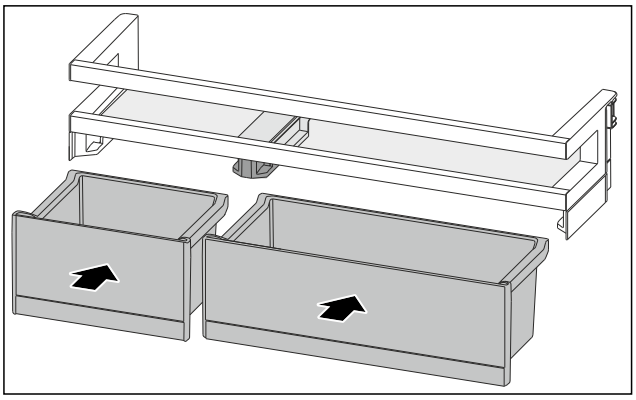

Fig. 98
- ▶ Introduceți VarioBox-urile dispuse invers. (vezi Fig. 98)